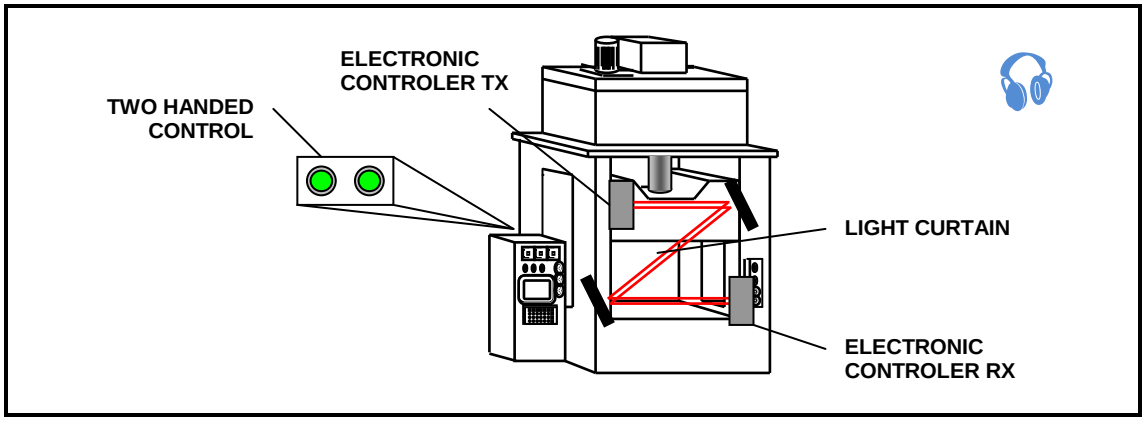

FIGURE 2
4.1 Draw a fully labelled electronic controlled electro-hydraulic forming machine using a two-handed control and a light safety curtain as shown in FIGURE 2.